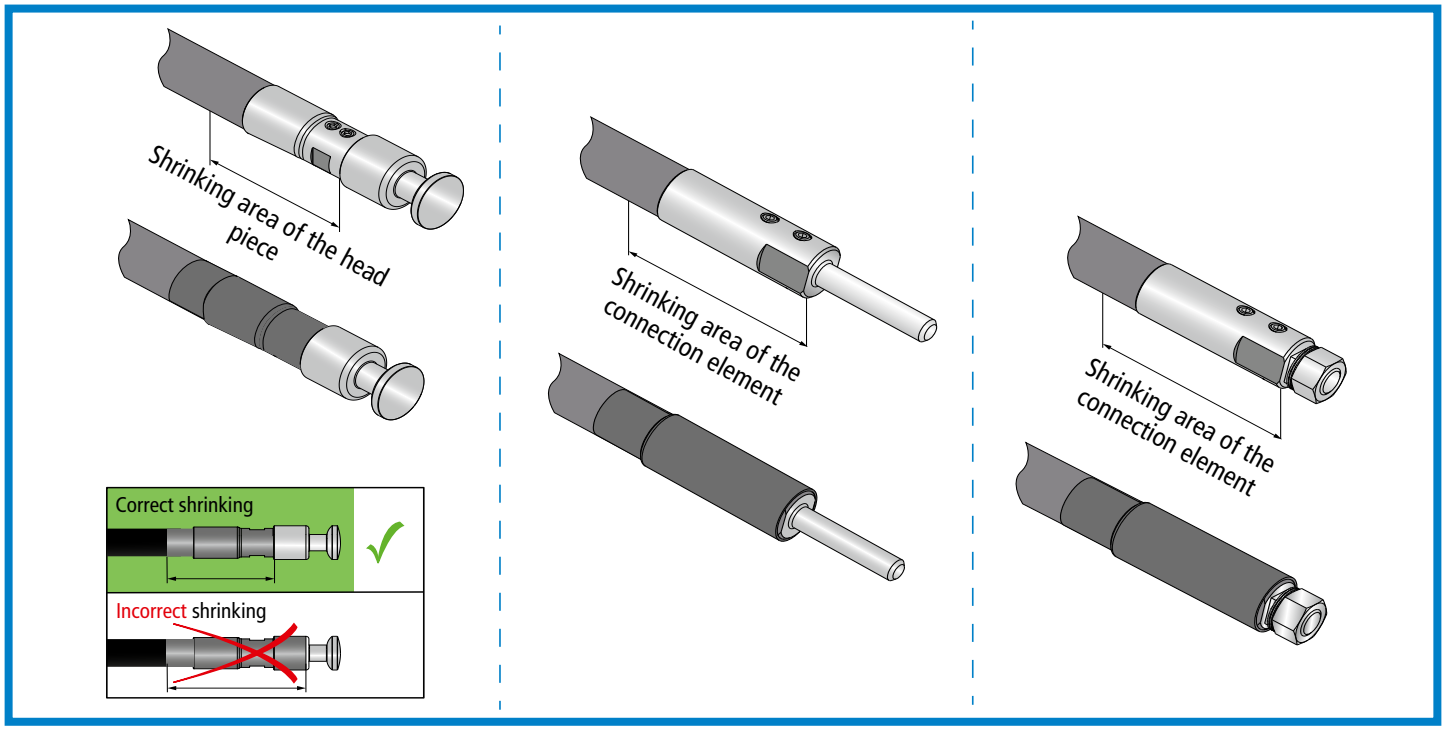

Figure 3 Wrapping around a heat shrinkable sleeve around the head piece/connection element
- The indicated shrinking area from the head piece/connection element to the **HVI®Conductor** must be observed (Fig. 3).